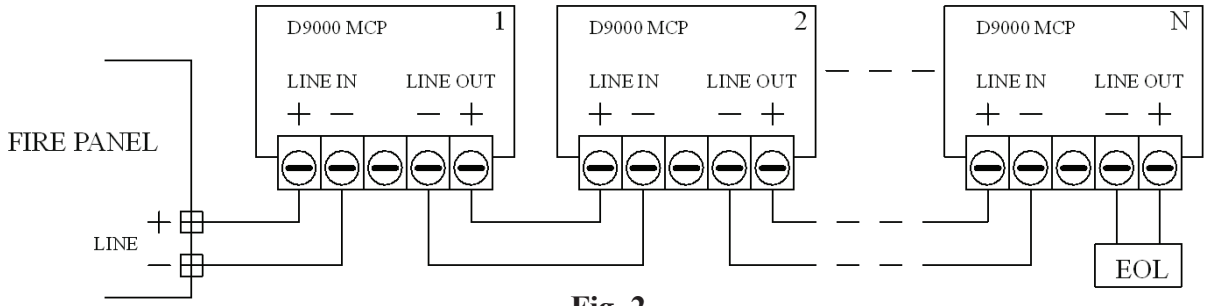

Fig. 2
- Questa opzione si ottiene tagliando il ponte sulla scheda con i supporti di montaggio. (Fig. 2)